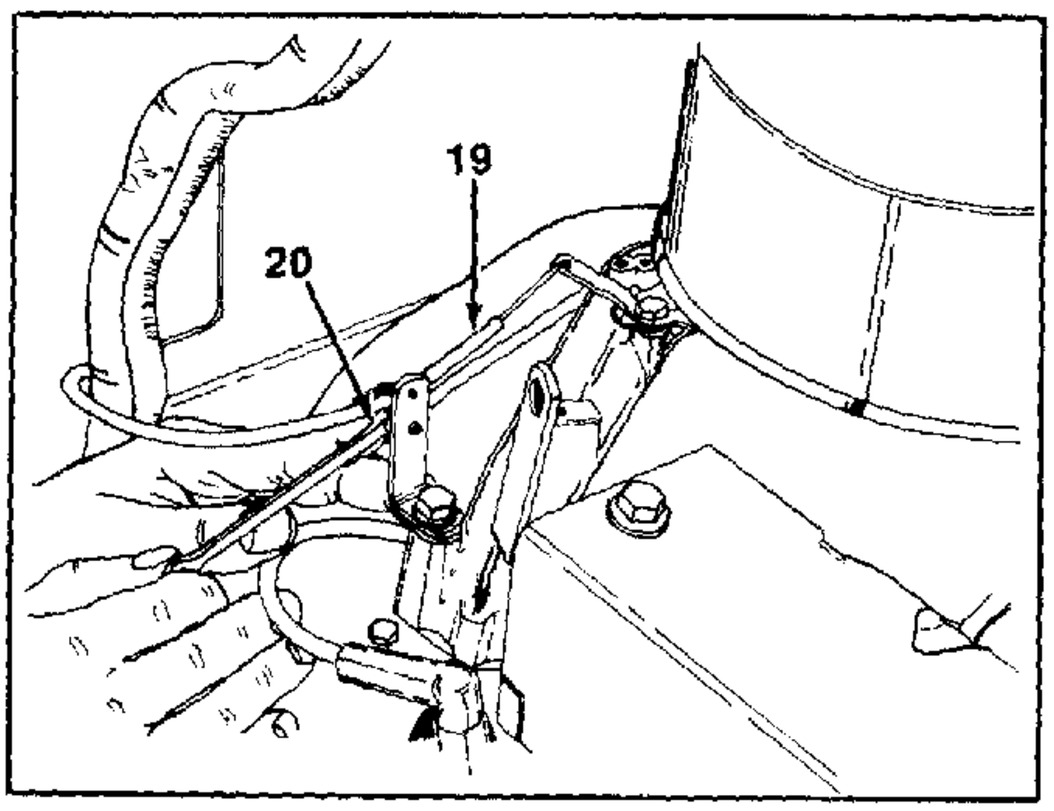

FIGURE 14.
17. Disconnect the throttle control cable, located on the right hand side of engine using a ¼" wrench. Loosen the hex bolt and cable clamp. See figure 14. Unhook the end of throttle cable and remove.